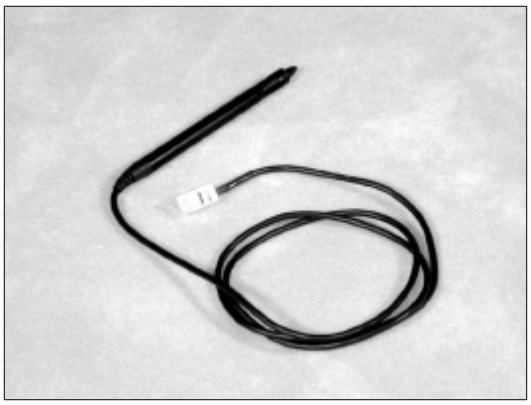

Fig. B.2.1c. Tethered Touchscreen Stylus
- External Stylus Port (A). Female phone jack connects to tethered stylus (Fig. B.2.1c)